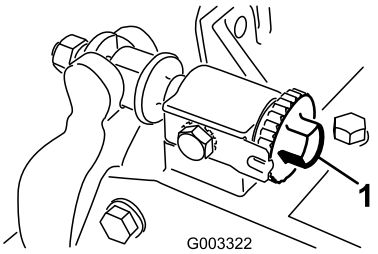
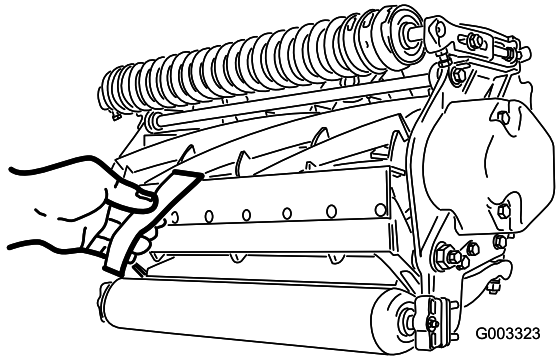

Figur 8
Figur 9
1. Parkera maskinen på en plan, jämn arbetsyta. Kontrollera att det inte finns någon kontakt med cylindern genom att vrida underknivsstångens justerskruvar motsols (Figur 8).
Viktigt: Se till att muttrarna baktill på underknivens justerskruvar inte vilar mot arbetsytan (Figur 8).
3. Sätt in en remsa tidningspapper i cylinderns ena ände, mellan cylindern och underkniven (Figur 9). Vrid cylindern långsamt framåt samtidigt som du vrider underknivsstångens justeringsskruv (Figur 8) medsols (i samma cylinderände, ett klick i taget tills det nyper åt lätt om papperet när det införs framifrån, parallellt med underkniven). Det ska ta emot något när man drar i papperet.
5. När inställningen är klar ska du kontrollera om cylindern kan nypa om ett papper när papperet förs in framifrån, och kan klippa papper när papperet förs in i rät vinkel i förhållande till underkniven (Figur 9). Det ska gå att klippa av papperet med minimal kontakt mellan underkniven och cylinderbladen. Om kontakten/cylindern släpar för mycket måste klippenheten antingen slipas eller fräsas för att få de vassa eggar som krävs för finklippning (se Toros bruksanvisning för slipning av cylinderklippare och roterande gräsklippare, blankettnr 80-300PT).